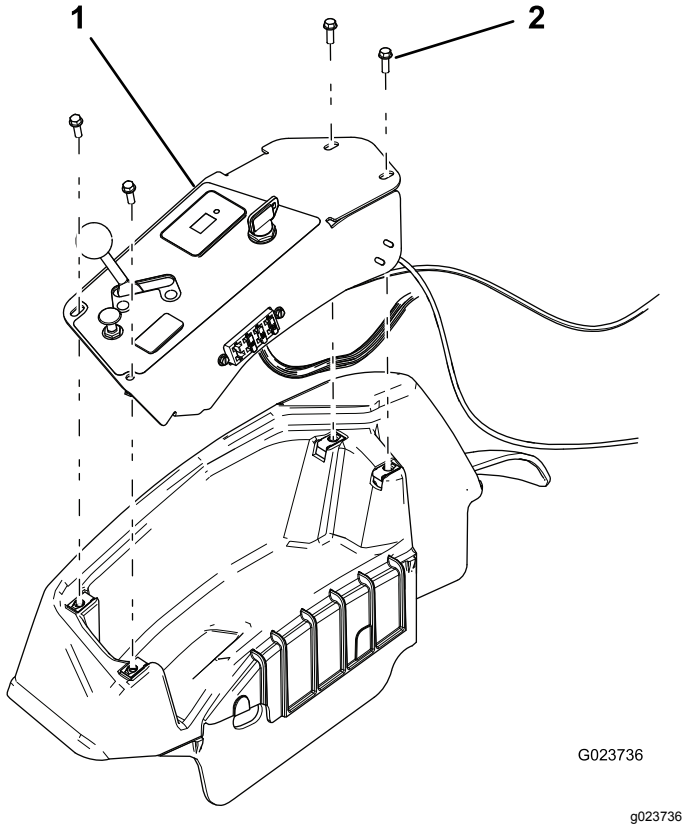

Figur 32
2. Ta bort kontrollpanelen (Figur 32).